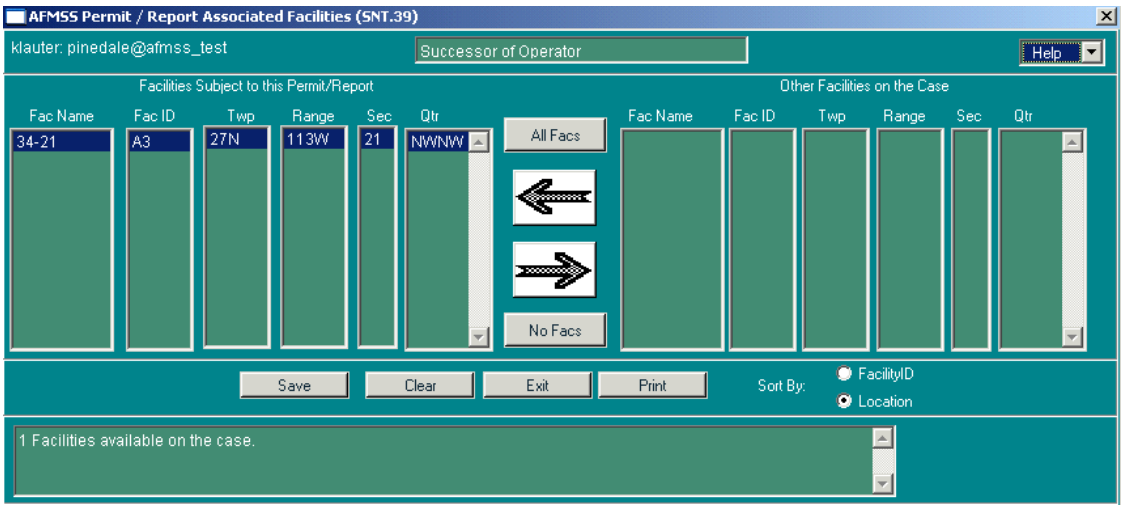

Figure 3-23: Non-Indian AFMSS Permit/Report Associated Facilities (SNT.39) Window
6. Select a case number and click the **Select Facs** button. This launches the *Non-Indian AFMSS Permit/Report Associated Facilities (SNT.39)* window (Figure 3-23).